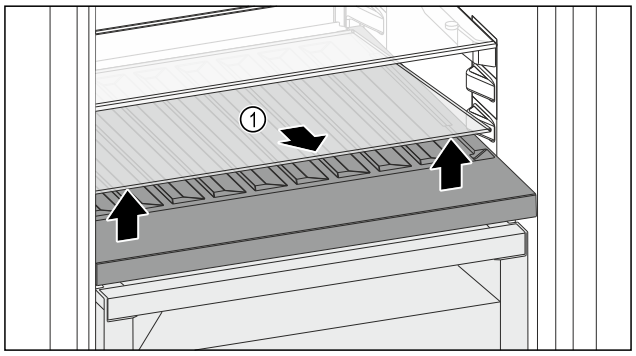

Fig. 180
▶ Soulever la plaque de verre *Fig. 180 (1)* au niveau de l'évidement avant et la retirer.
▶ Entreposer la plaque de verre *Fig. 180 (1)* dans un endroit sûr hors de l'appareil.